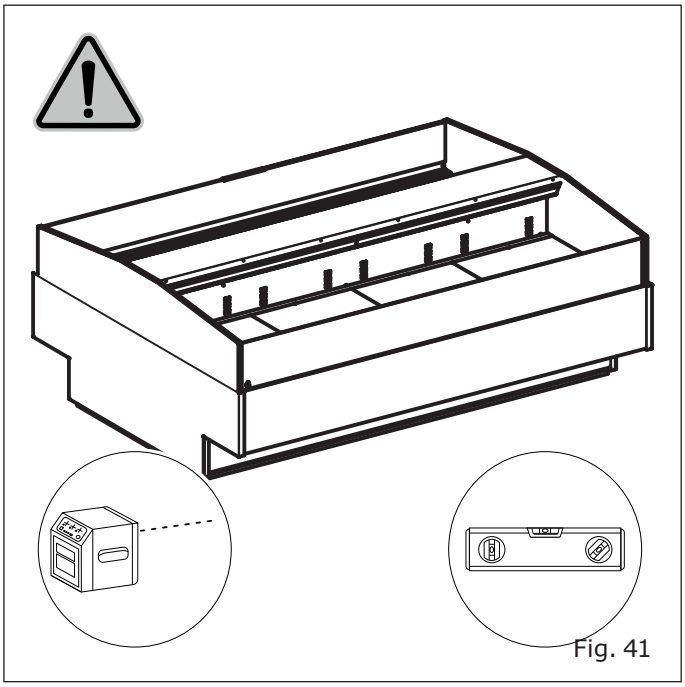

Fig. 41
- Num chão nivelado ("Fig. 41").